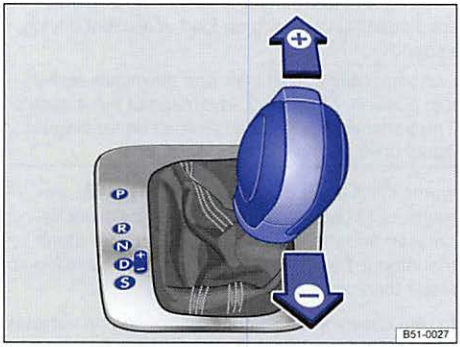

Fig. 111 Selector lever in Tiptronic position.
- Briefly push the selector lever forward ⊕ to upshift into a higher gear or backward ⊖ to downshift into a lower gear ⇒ fig. 111.